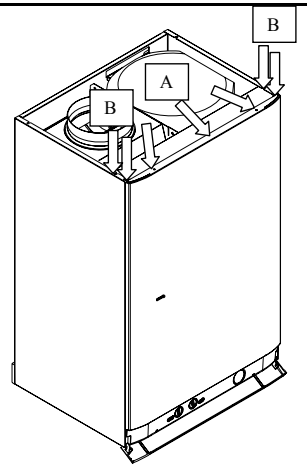

Fig. 8.1
1. Loosen the two screws A (Fig. 8.1).
1. Ослабьте винты A (рис. 8.1).